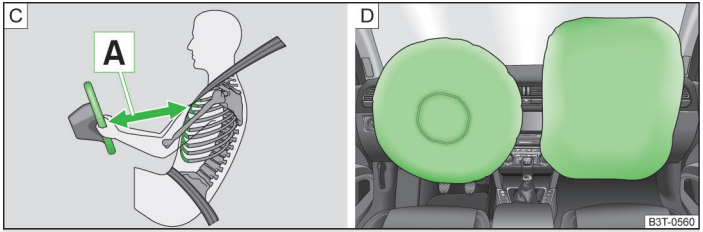

Fig. 150 **Safe distance to steering wheel/inflated airbags**
When the airbags are deployed, they inflate in front of the driver and front passenger » Fig. 150 - D. The forward movement of the driver and of the front passenger is cushioned when they make contact with the fully inflated airbag and the risk of injury to head and chest is thus reduced.
- For the driver and front passenger, it is important to maintain a distance of at least 25 cm to the steering wheel or dashboard A » Fig. 150. Not maintaining this minimum distance will mean that the airbag system will not be able to properly protect you - hazard! The front seats and the head restraints must always also be correctly adjusted to match the body size of the occupant.